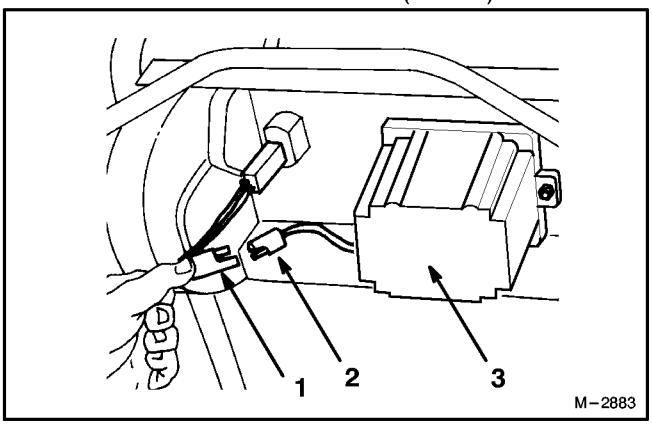

Abbildung 8
2. Den Kabelbaum mit dem Stecker am Batterieanschlußkabel verbinden (Abb. 8).